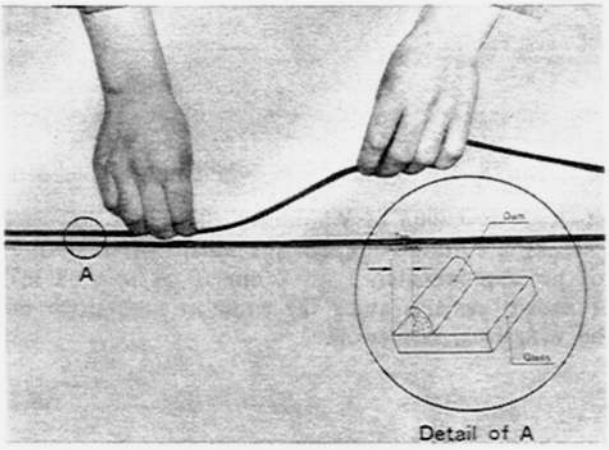

Fig. 14–9 Bonding of dam
3. Apply primer on the entire circumferences of the bonding areas of the window glass and the body with gauze (for the former) and a brush (for the latter), and leave them to dry for 20 to 30 minutes. (See Fig. 14–8)